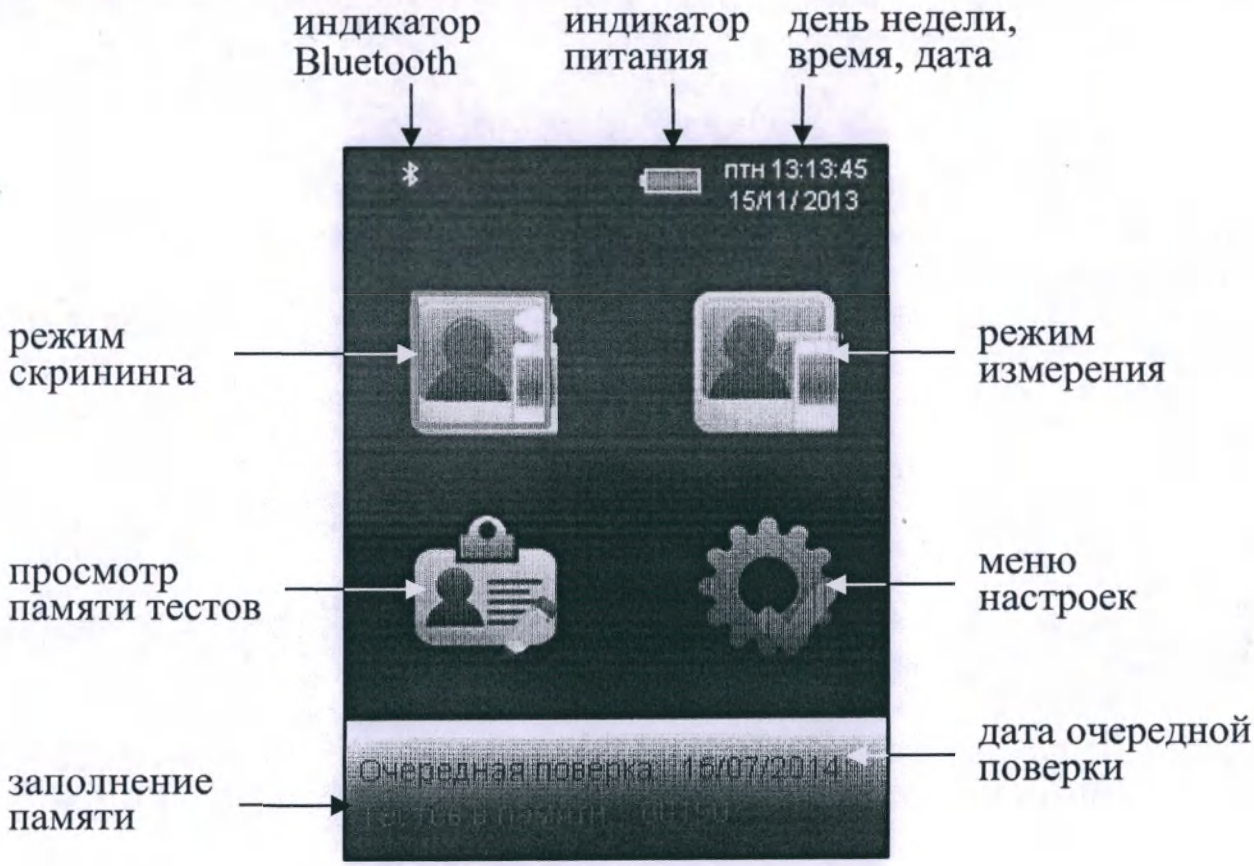

Рисунок 6 – Главное меню
2.3.1 При включении анализатора после заставки с сокращенным обозначением анализатора и номером версии ПО на сенсорном экране появляется главное меню из 4 пунктов-иконок и индикаторов, информирующих об уровне напряжения питания, текущем времени и дате, а также о соединении с принтером (или внешним устройством) по Bluetooth (рис. 6).
2.5.2 Для входа в меню настроек в главном меню анализатора (рисунок 6) выберите пункт-иконку . На сенсорном экране появится меню «**НАСТРОЙКИ**», состоящее из трех пунктов, предназначенных для перехода в соответствующие меню (рисунок 7).